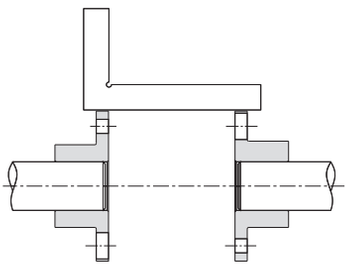

Bild 1
1) Möglichst genau radial und axial ausrichten, um eine maximale Dämpfung moglicher Versatze und Langlebigkeit der Kupplung zu erreichen (Bild 1 und 2).
Die im Katalog angegebenen Drehmomente beziehen sich auf einen durchschnittlichen Gebrauch ohne Stöße und bei der Betriebstemperatur -20°C+250 °C genau abgeglichenen Wellen (Bild 1 u.2).